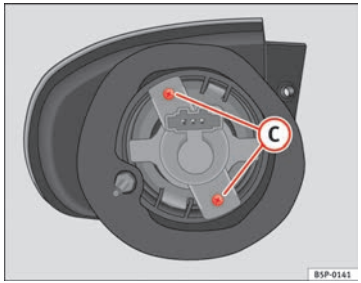

Abb. 198 Blinklicht
– Drehen Sie die Schrauben ⇒Abb. 198 (C) aus dem Lampenträger heraus und ziehen Sie diesen heraus.
– Drehen Sie die Schrauben ⇒ Abb. 198 Ⓒ des Lampenträgers heraus und ziehen Sie diesen heraus.